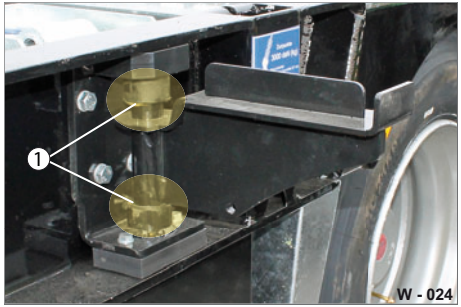
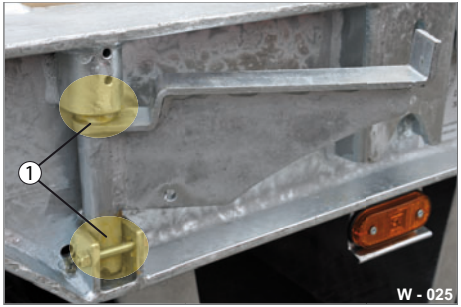

Abb. 23 Lagerstellen schmieren
Abb. 24 Lagerstellen schmieren
- ▶ Fetten Sie alle Lagerstellen (Abb. 23/1 & Abb. 24/1) mit Maschinenfett ein.